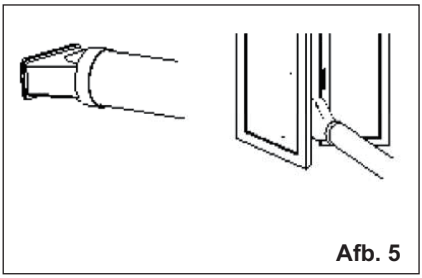

Afb. 5
3. Monteer adapter B in de vensterschuifkit en dichting. (Afb. 5&6)
4. Bevestig adapter B in het venster. (Afb. 5)